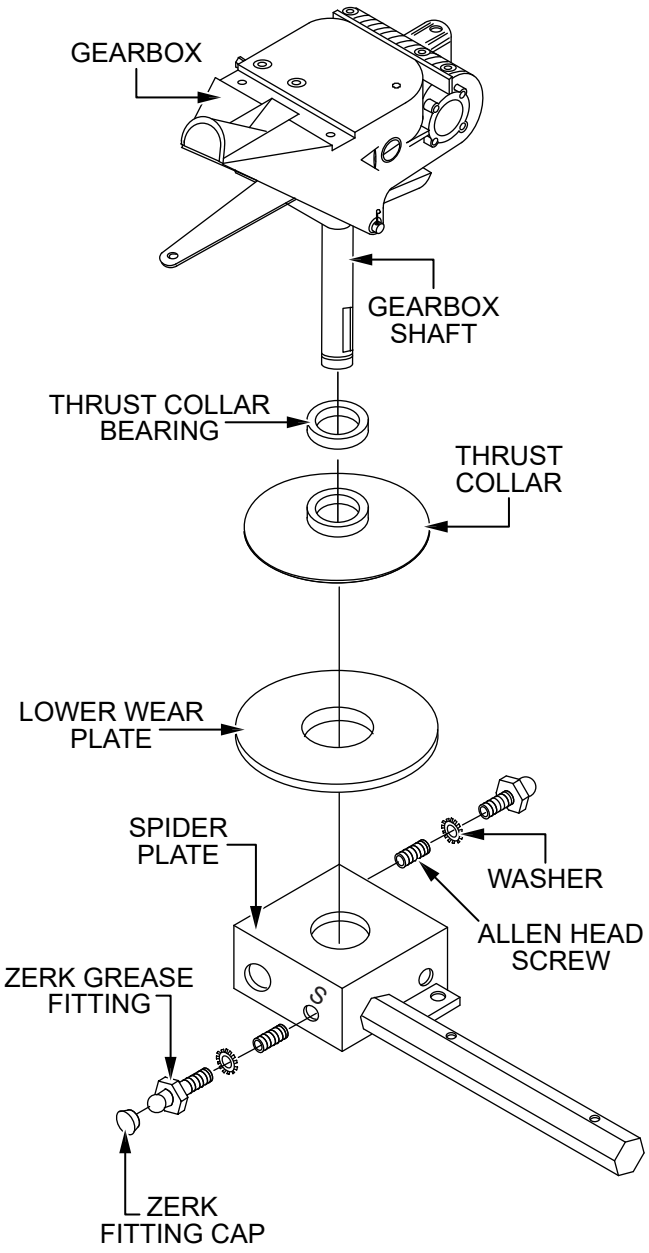

Figure 47. Spider Removal
1. Locate and remove the Zerk grease fitting and Allen head screw designated by the letter '**S**' (Figure 47).
2. Remove the Zerk grease fitting and Allen head screw located on the opposite side of the spider plate (Figure 47).